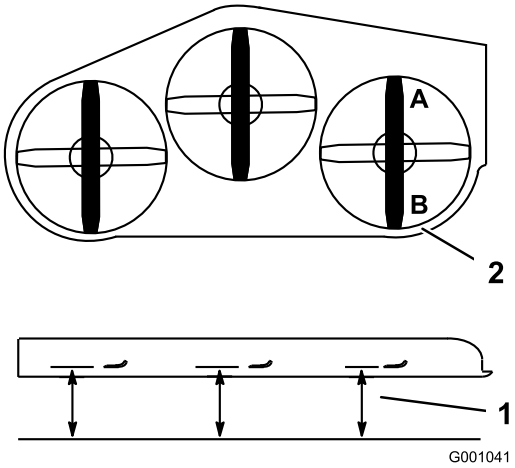

Figur 73
1. Ställ in den högra knivens främre-bakre lutning (Figur 73).
2. Mät den högra kniven vid punkt **A**, från en plan yta till knivens egg (Figur 73).
4. Mät den högra kniven vid punkt **B**, från en plan yta till knivens egg (Figur 73).
6. niven ska vara ca 6 till 10 mm lägre vid punkt **A** än punkt **B** (Figur 73). Fortsätt till nästa steg om detta inte är korrekt.